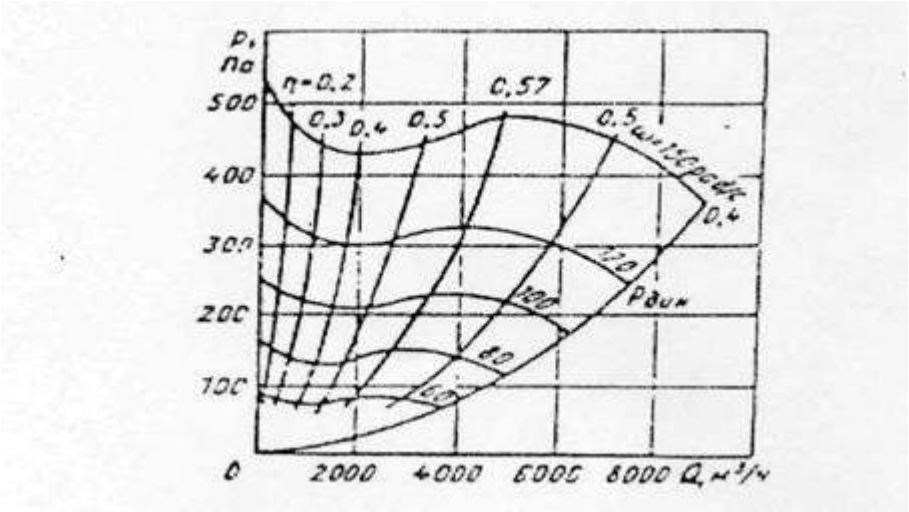

Рисунок 8 Характеристика вентилятора при различных частотах вращения
При подборе вентилятора наиболее удобны и наглядны характеристики, построенные для каждого вентилятора при разных частотах вращения. Они строятся с нанесением кривых Р =/ (Q) для различных частот вращения (с7=const и кривых, соединяющих точки с одинаковыми значениями КПД) кривые /7 = const (рисунок 8).